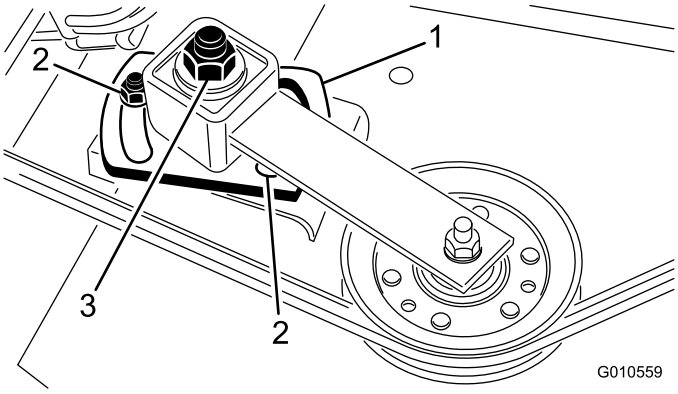

Figure 30
5. Use a socket and torque wrench to tighten the idler adjusting nut to 47 to 54 N-m (35 to 40 ft-lb) (Figure 30).